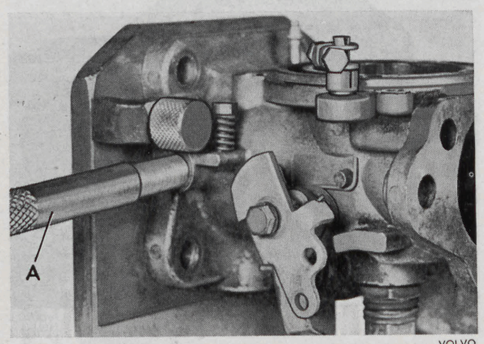

Bild 21. Ipressning av bussning.
4. Efter slutförd brotschning, vrid stativets tapp 90°, så att den bildar stopp invändigt i förgasarhuset för bussningarna och driv i dessa med dorn SVO 2402, bild 21.